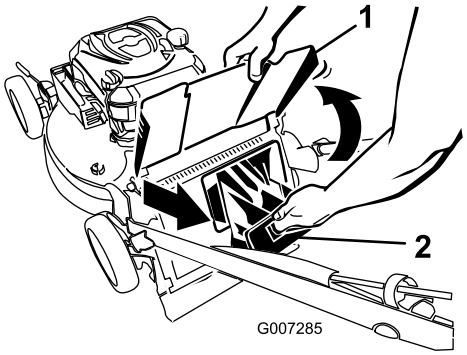

Figura 20
2. Sollevate il deflettore di scarico e tenetelo sollevato (Figura 20).
3. Togliete il coperchio di scarico posteriore (Figura 20).